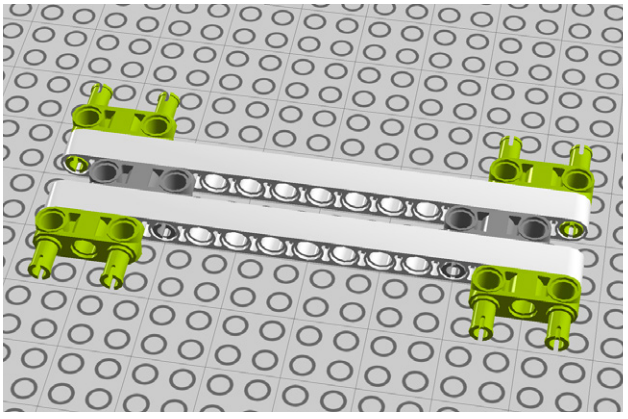

Figure 8-7. *Step 2: More 3M beams with pegs*
2. More 3M beams with pegs (Figure 8-7).